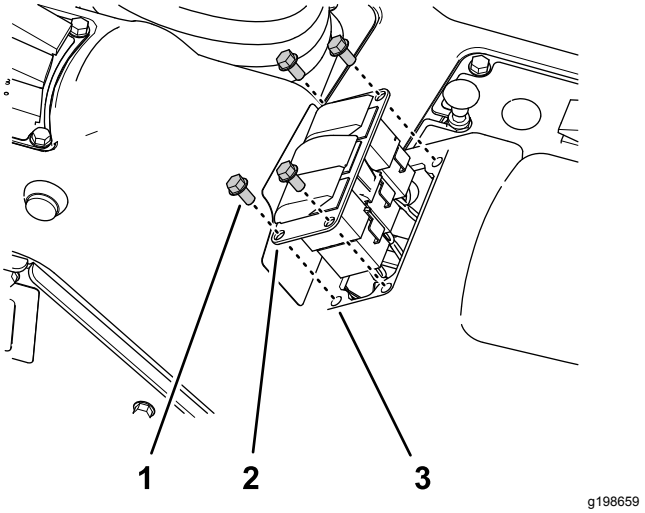

Figuur 31
1. Verwijder de 4 flenskopschroeven (1/4 x 1/2 inch) waarmee het plaatje met 3 schakelaars aan de bedieningseenheid bevestigd is (Figuur 31).
3. Koppel de connector met 8 contacten van de machinekabelboom (aangeduid met **Rate Switch** (dosisschakelaar)) af van de stekker met 8 pinnen van de schakelaar (Figuur 31).
6. Lijn de schakelaarplug uit met de opening in het plaatje met 3 schakelaars waar u de schakelaar voor de gebruiksdosis verwijderd hebt (Figuur 31).
7. Druk de schakelaarplug in het plaatje met 3 schakelaars tot de plug stevig in het plaatje klikt (Figuur 31).